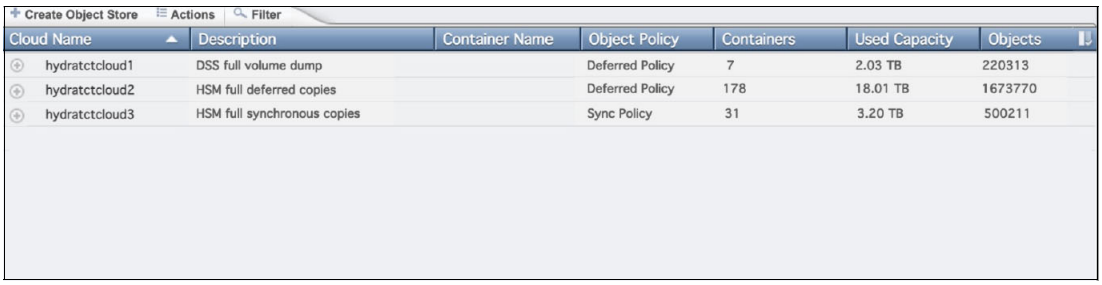

Figure 9-56 Object Store Page
The object store page is used to add cloud names to the TS7700 grid. These cloud names are used as object store targets for TCT. Each cloud name can be assigned an object policy. The object store page also lists the containers that are created by the z/OS host application. Figure 9-56 shows the Object store page.
1. Click **Create Object Store** (see Figure 9-56).